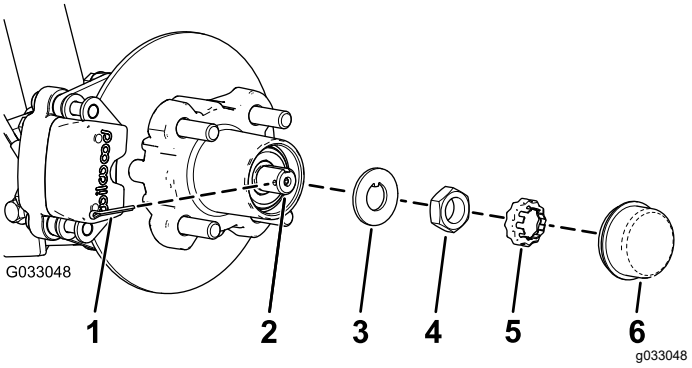
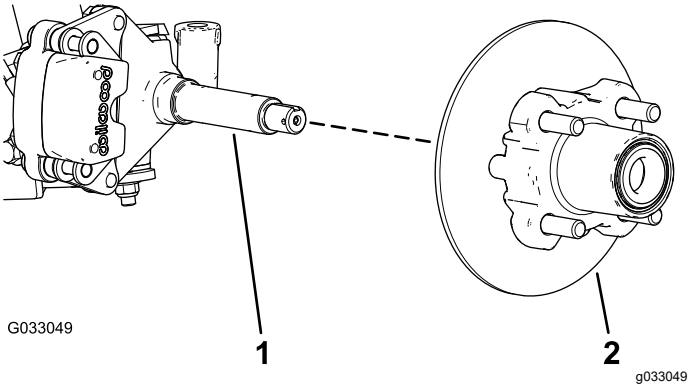

Figuur 30
Figuur 31
4. Verwijder de stofkap van de naaf (Figuur 30).
5. Verwijder de borgpen en de moerzekering van de as en de asmoer (Figuur 30).
6. Verwijder de asmoer van de as, en verwijder de naaf en de rotor van de as (Figuur 30 en Figuur 31).